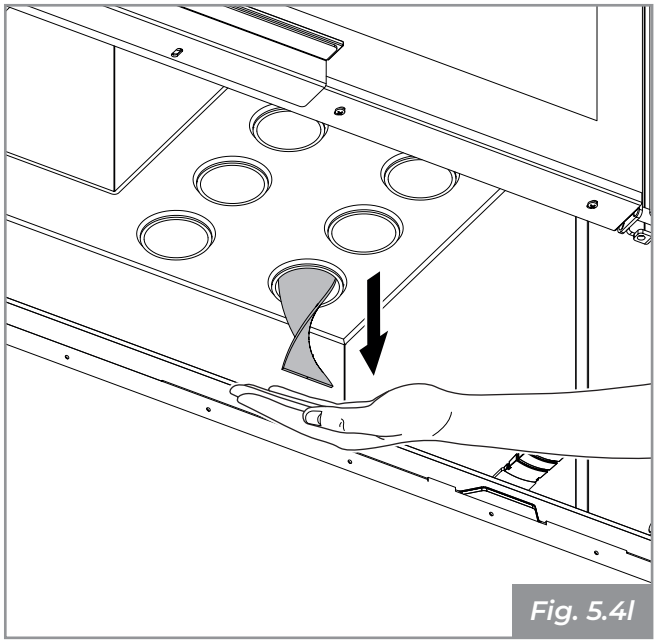

Fig. 5.4l
- Extraiga el turbulador manipulándolo con cuidado **(Fig. 5.4l)**.